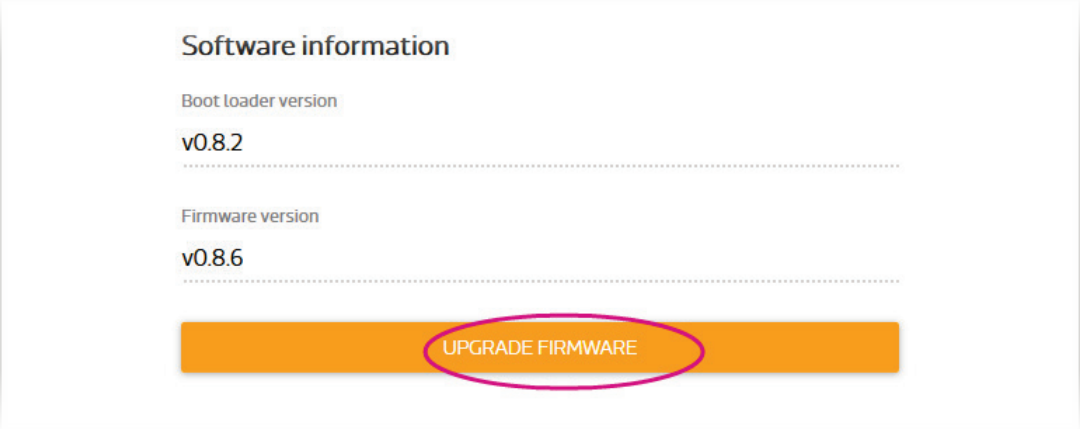

Figure 16 Firmware upgrade button
2) After you've signed in, click on the Upgrade firmware button as shown in Figure 16.